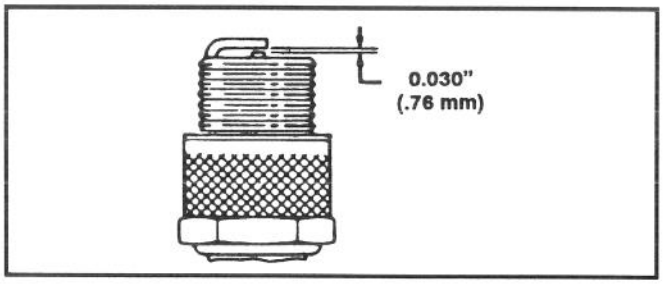

Afbeelding 17
3. Stel de elektrodenafstand af op 0,76 mm (Afb. 17). Installeer de juiste bougie en pakking en draai de bougie stevig vast tot 19 N·m.